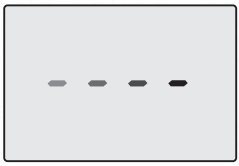
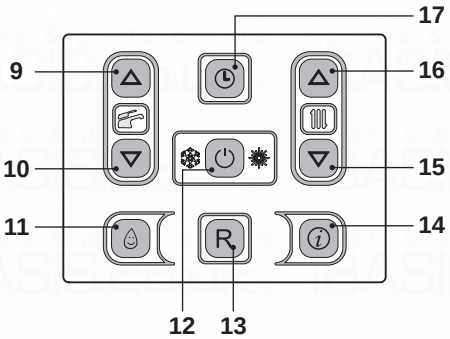

Fig. 7.7
Fig. 7.8
- Electrically power the boiler by switching on the double pole isolation switch. The LCD will display, the – – – – symbol (Fig. 7.7).
- Press the 12 key for 2 seconds until symbol appear on the display Fig. 7.8.
- Switch off the boiler by pressing the 12 (Fig. 7.8) key for 2 seconds until the – – – – symbol appears on the LCD display (Fig. 7.7).
13 (Fig. 7.8) to reset its functioning.